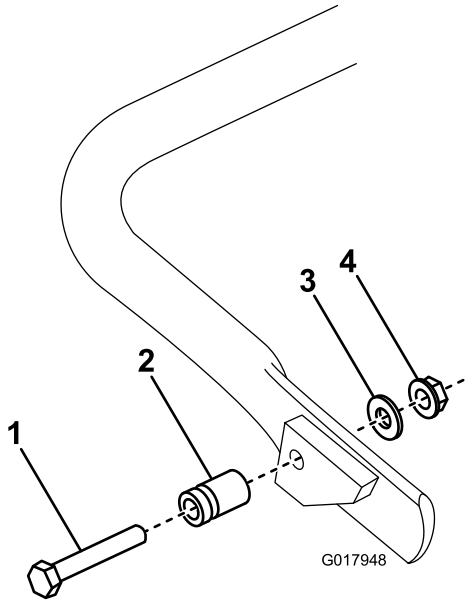

Figur 5
1. **Kun på model 04056:**Tilslut fjedertappen på højre side af støttebenet (Figur 5) vha. den medfølgende bolt, spændeskive og flangemøtrik.